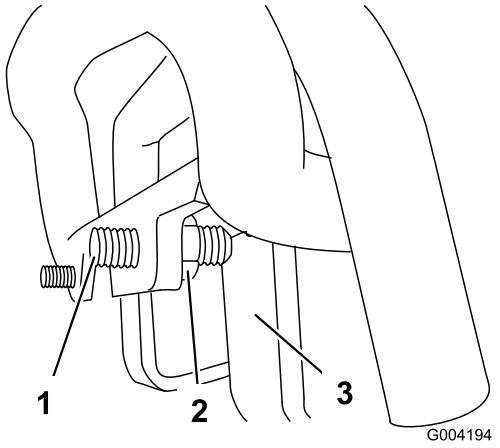

Rysunek 55
3. Jeżeli maszyna skręca **w lewo**, poluzuj **prawą** przeciwnakrętkę i skoryguj położenie śruby regulacyjnej z przodu dźwigni sterującej zespołem jezdnym (Rysunek 55).
4. Jeżeli maszyna skręca **w prawo**, poluzuj **prawą** przeciwnakrętkę i skoryguj położenie śruby regulacyjnej z przodu dźwigni sterującej zespołem jezdnym (Rysunek 55).